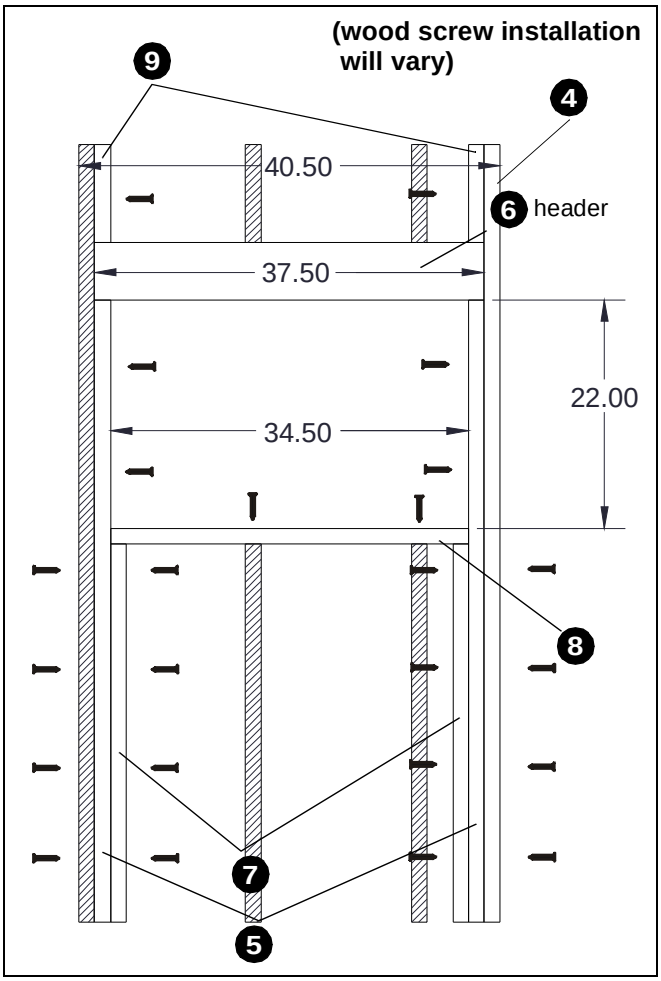

Figure 2
4. Add new stud (floor to ceiling) with outer edge 40 1/2” to the right of left edge of far left stud. (See Figure 2)
5. Add support framing inside far left stud and added stud from the floor to the lower edge of header. Use #10 x 2 1/2” countersunk wood screws (not provided) as needed to secure. (See Figure 2)
6. Install 2" x 6" header 37 1/2” long from inside edge of left stud to inside edge of new stud. Use #10 x 2 1/2” countersunk wood screws (not provided) as needed to secure.(See Figure 2)
7. Add support framing inside support framing added in Step 5 from the floor to the lower edge of horizontal framing. Use #10 x 2 1/2” countersunk wood screws (not provided) as needed to secure. (See Figure 2)
8. Install 34 1/2” long horizontal framing inside support framing added in Step 5. Use #10 x 2 1/2” countersunk wood screws (not provided) as needed to secure to wood studs. (See Figure 2)
9. Install two blocks from top of header to ceiling along far left stud and new stud. Use #10 x 2 1/2” countersunk wood screws (not provided) as needed to secure to wood studs. (See Figure 2)